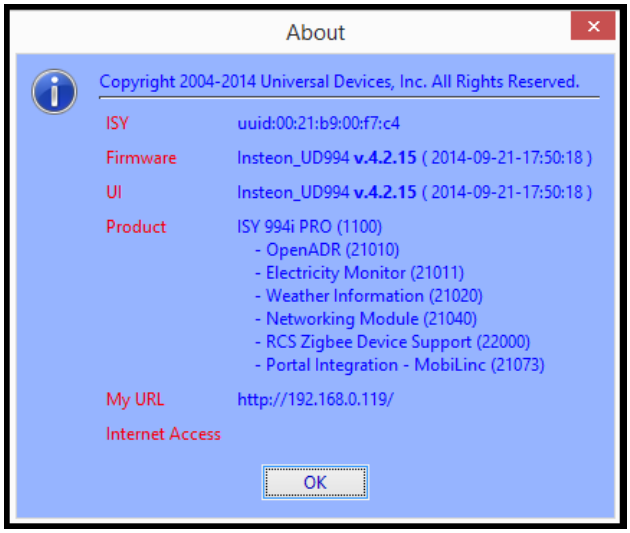

Figure 2B
6. On the About Dialog, locate **My URL** and write down the URL. For example, in Figure 2B, the URL is **http://192.168.0.128**. You may also access your ISY using this URL (as long as your router does not change the address for ISY)